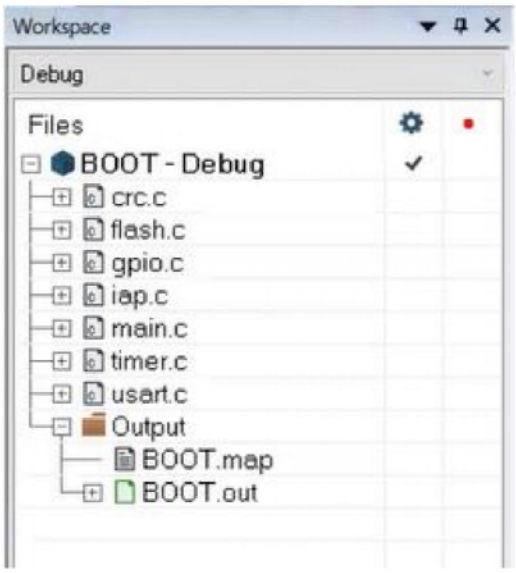

Рисунок 24
4.5.2 В дереве проекта в окне Workspace проверить, что структура папок соответствует представленной на рисунке (Рисунок 24).